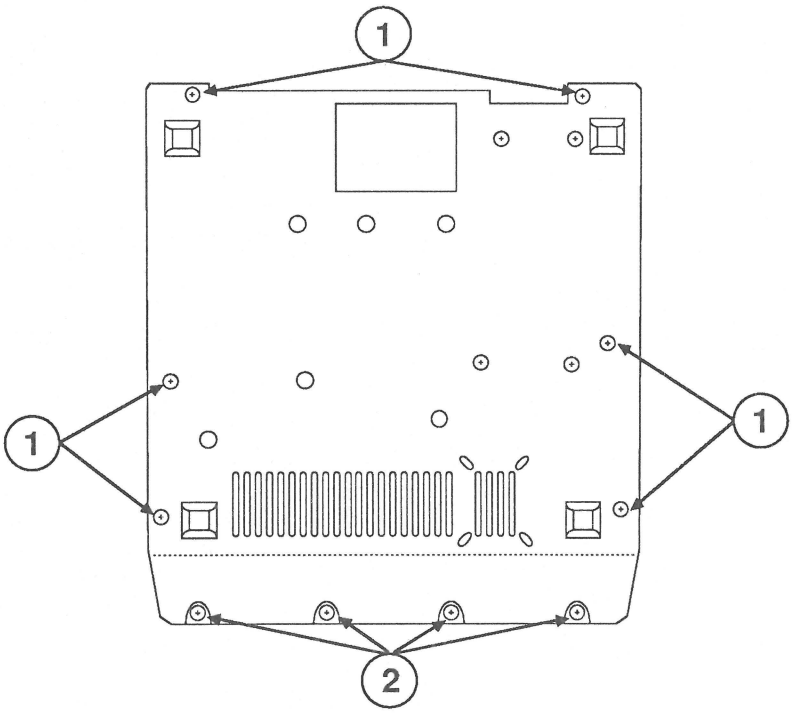

FIGURE 1
IPL.3 Finished Goods Assembly (Figure 1)
5. Remove the six flat-head screws (Figure 1, #1) from the three outside edges of the flat portion of the base pan.
6. Remove the four round-head screws and lock washers (Figure 1, #2) from the angled portion of the base pan.